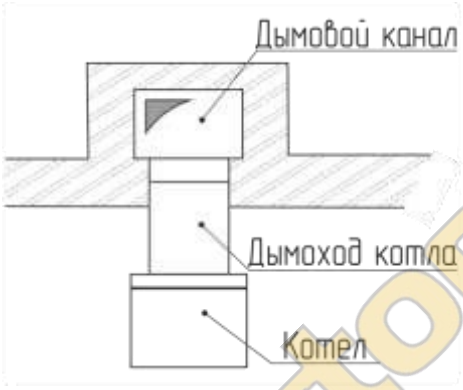

Рис.2 Схема отвода продуктов сгорания (вид сверху)
5.5. Дымоход котла подсоединяется к дымовой трубе (рис.2). Сечение дымовой трубы должно быть не менее сечения дымохода котла (табл.1); высота от уровня колосниковой решетки до верхнего среза дымовой трубы должна быть не менее расчётной (см. табл. 1); дымовой канал должен выступать над коньком крыши не менее чем на 50 см. Внутренняя поверхность дымовой трубы должна быть гладкой, без трещин и сужений.